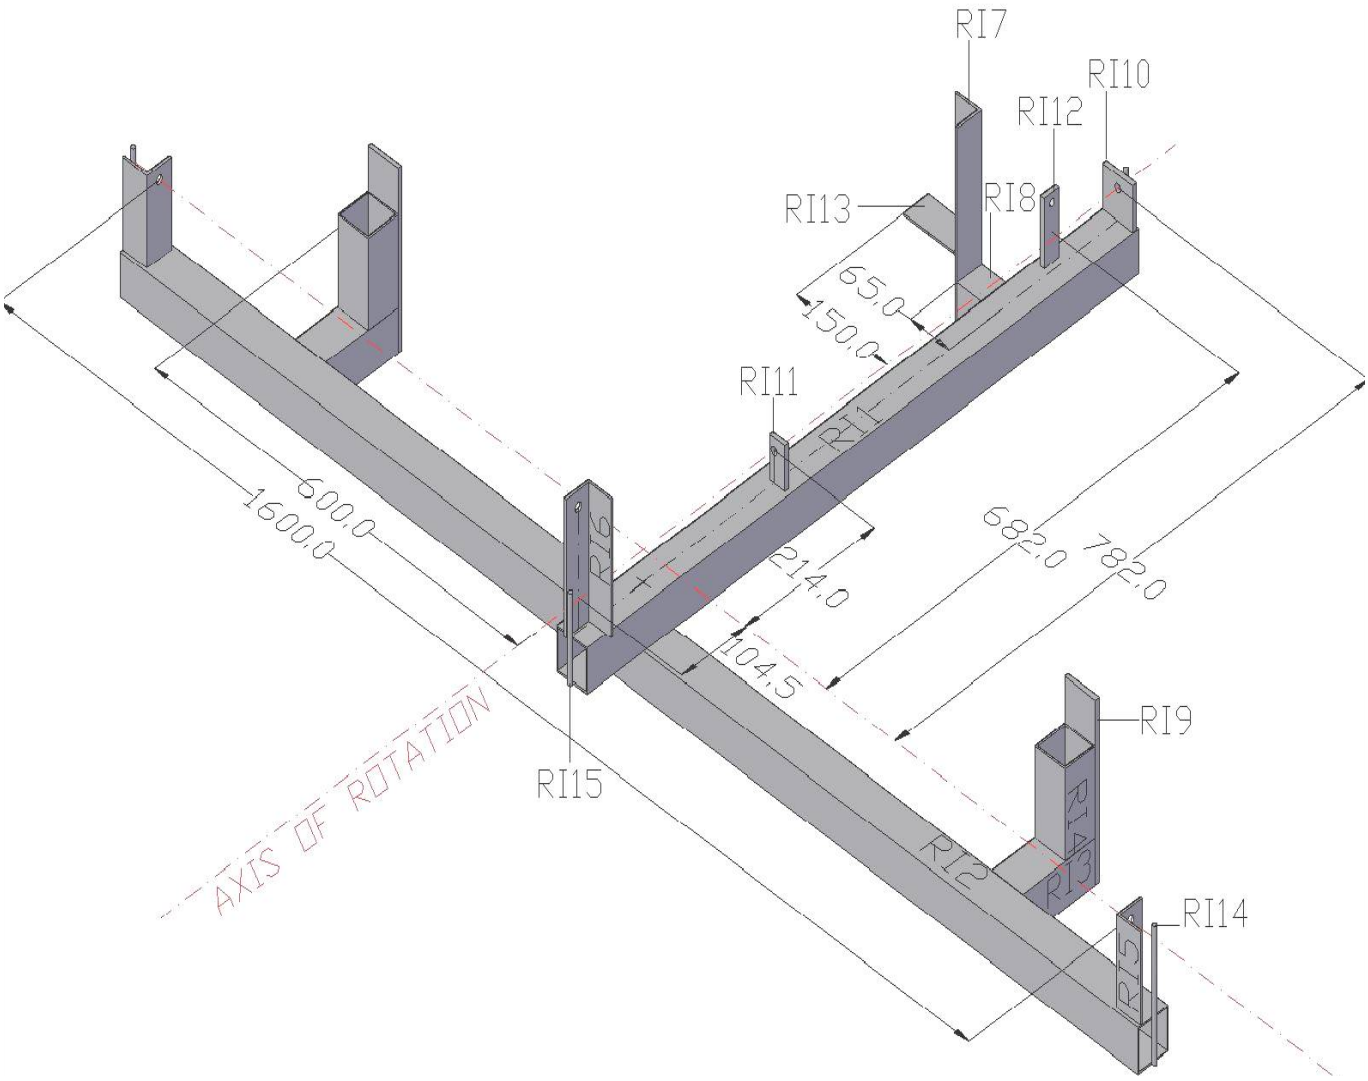

Fig. 3. Gabarit du support tournant
4. Souder toutes les pièces à RI1 et RI2 selon la Fig.3. Utiliser les fils en croix comme référence de mesure.